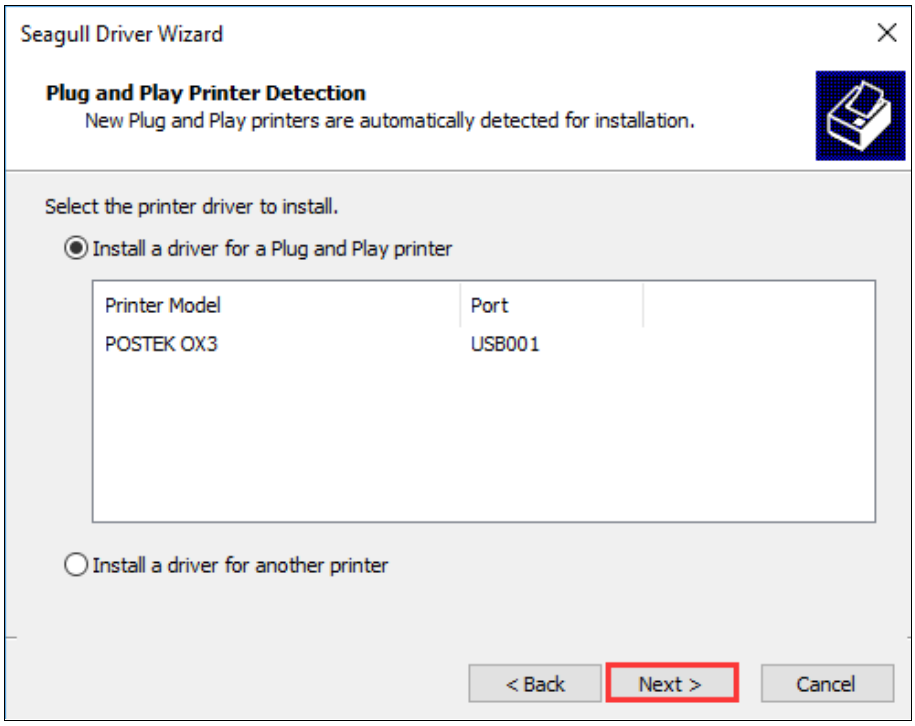

Figure 2-45 Printer Detected
9. Return to the "Specify Port" screen, select the TCP/IP Port that has been added, and click "Next", as shown in Figure 2-45.